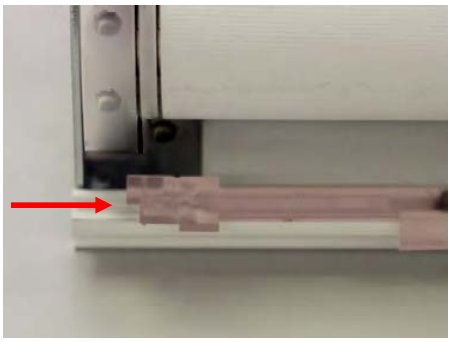

Рис.40
13) Вставить по краям базового профиля *соединитель кассеты М, прозрачный (310358-0000)* (**Рис.40**)